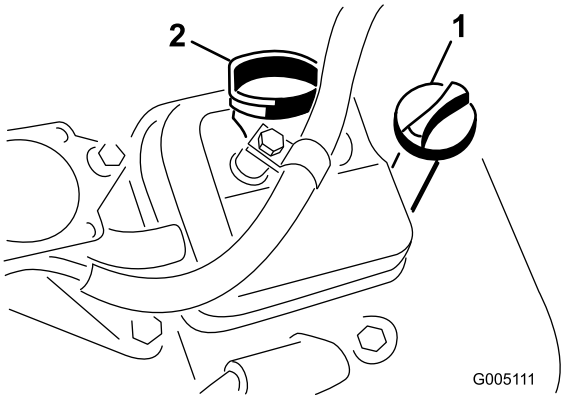

Figuur 25
3. Draai de peilstok in de buis. Let erop dat de peilstok volledig in de buis schuift (Figuur 25).